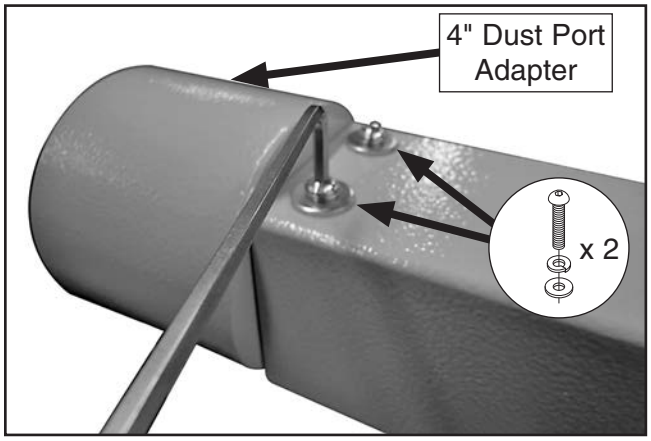

Figure 55. Installing 4" dust port adapter.
56. Install 4" dust port adapter on upper support arm, using (2) M6-1 x 12 button head cap screws, (2) 6mm lock washers, and (2) 6mm flat washers (see **Figure 55**).